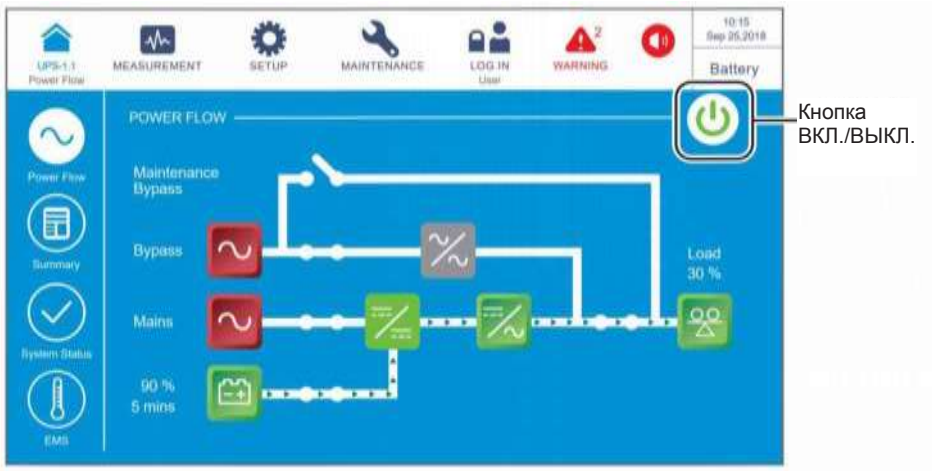

Рисунок 6-48: Экран батарейного режима и кнопка ВКЛ./ВЫКЛ.
1) В батарейном режиме на ЖК-дисплее отображается следующий экран (***Рисунок 6-48***), а трехцветный светодиодный индикатор горит желтым. Расположение трехцветного светодиодного индикатора см. на ***Рисунке 2-11***.